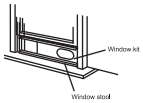

Fig.10
3. Corte el sello de espuma (tipo adhesivo) al largo apropiado y sujételo a la parte superior de la ventana, como se muestra en la Fig.10